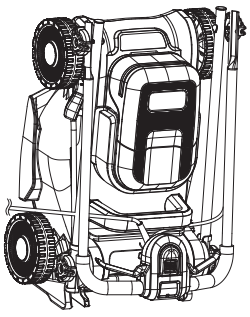

Fig. 24
9. Ranger la tondeuse à gazon à plat ou en position verticale (Fig. 24).